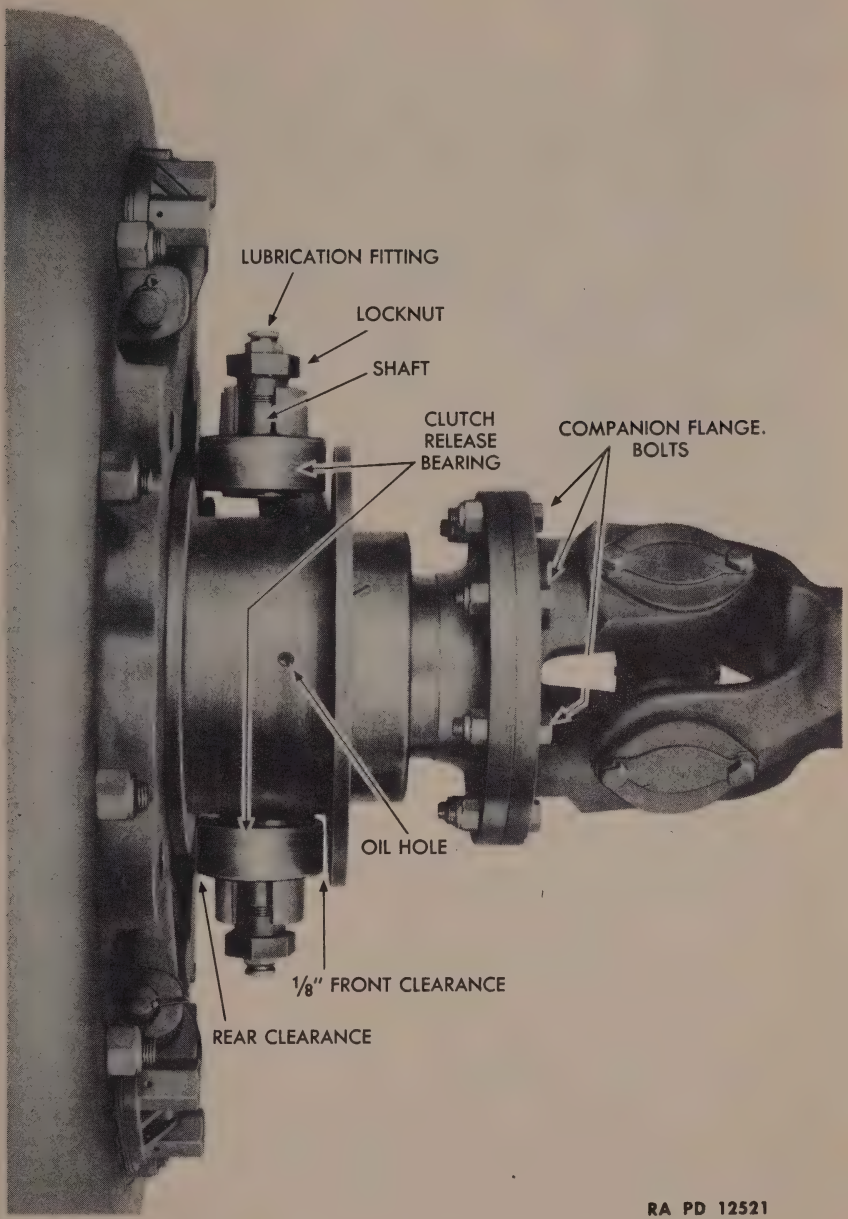

Figure 16—Top View of Clutch Release Bearings
(6) LUBRICATING CLUTCH RELEASE BEARING AND CHECKING CLUTCH BEARING CLEARANCE (figs. 16 and 17).